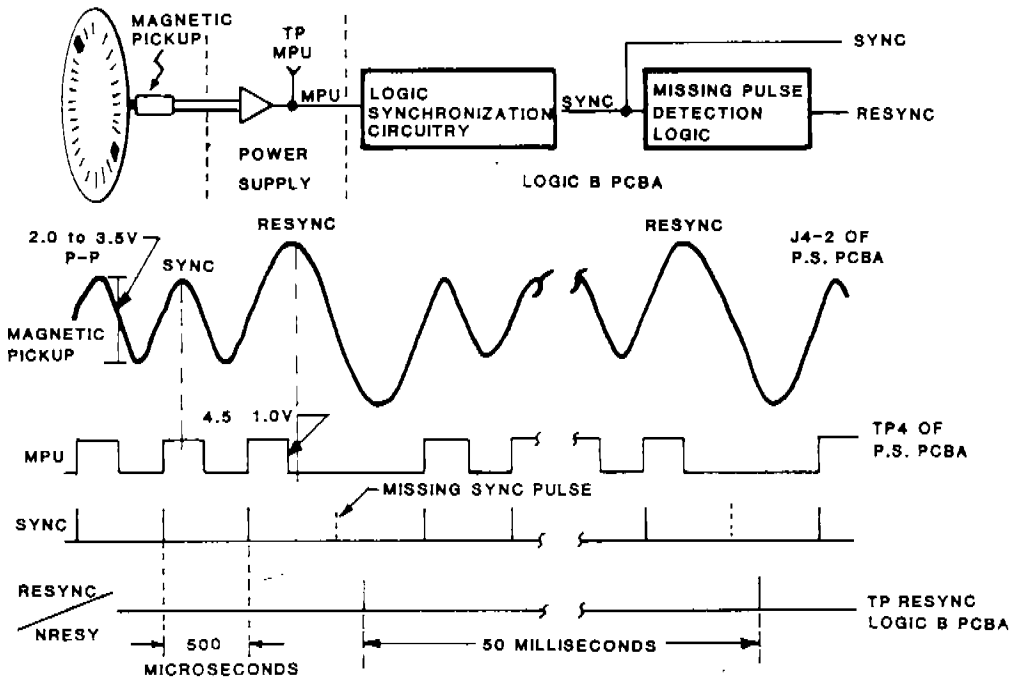

FIGURE 3-18.
3. Connect the oscilloscope between Pin 2 of the adjacent terminal strip and ground. Verify that the output of the MPU is between 2.0 and 3.5 V p-p (Figure 3-18).